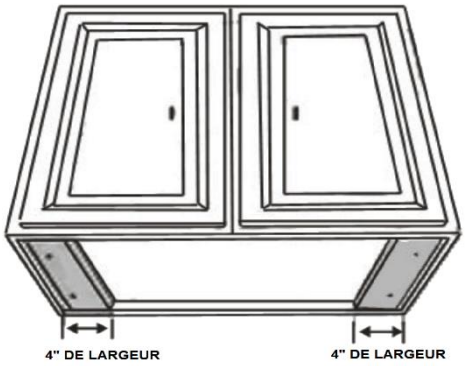

Figure 1
- Pour installer sous le placard avec fond encastré, attachez de larges bandes de remplissage de bois de 4'' (non fournies) de chaque côté. Voir Figure 1.